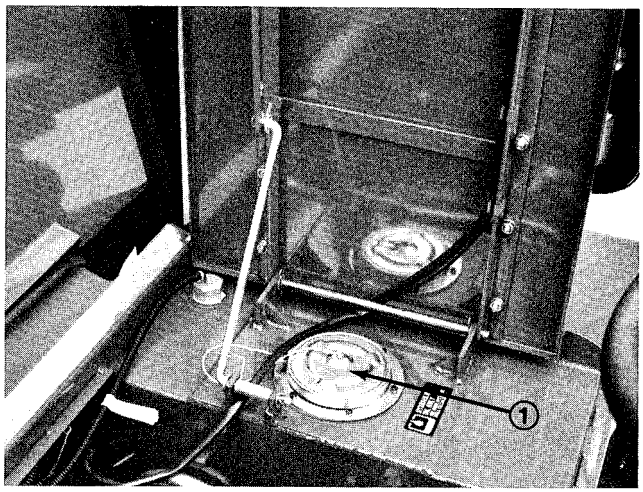

Figure 38
2. Clean around reservoir cover (Fig. 38). Remove cover and add hydraulic oil until it is even with arrows on sight glass (Fig.37).